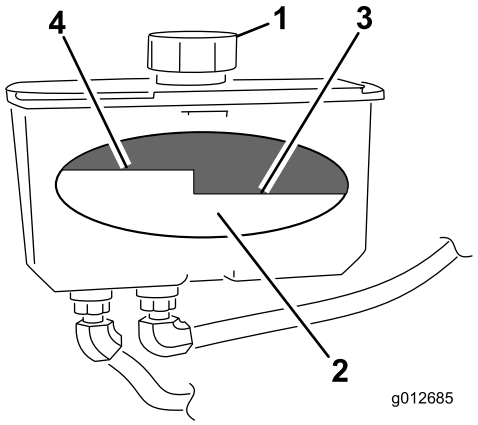

Figure 72
4. Nettoyez la surface autour du bouchon et du goulot de remplissage du réservoir hydraulique (Figure 72).
5. Enlevez le bouchon du goulot de remplissage. Vérifiez le niveau d'huile à l'intérieur du réservoir. (Figure 72).
Remarque: Lorsque l'huile est chaude, le niveau de liquide doit atteindre le haut du repère à chaud sur le déflecteur (Figure 72).